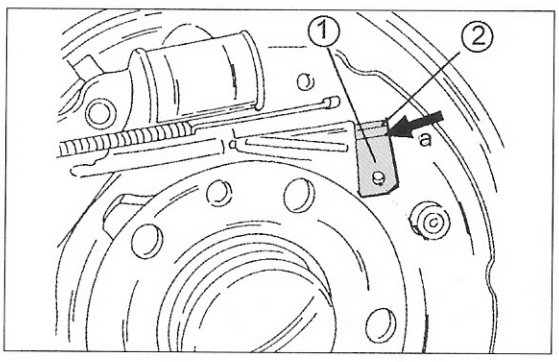

Bild 305
- Den Verstellhebel (1) anbringen. Dabei kommt das Ende „a" in Bild 305 unter das Gestänge (2) und über den Bolzen (3).